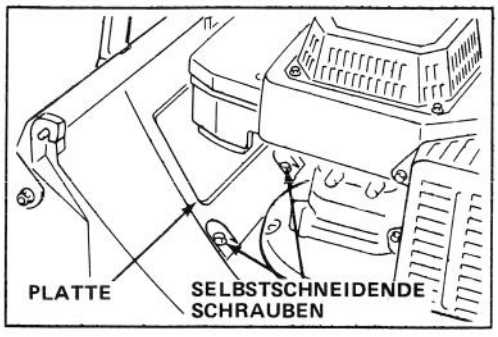

Bild 27
2. Die selbstschneidenden 1,27 cm Schrauben (2), die die Abdeckung am Mäherkasten befestigen, entfernen. Danach Abdeckung abnehmen (Bild 27).